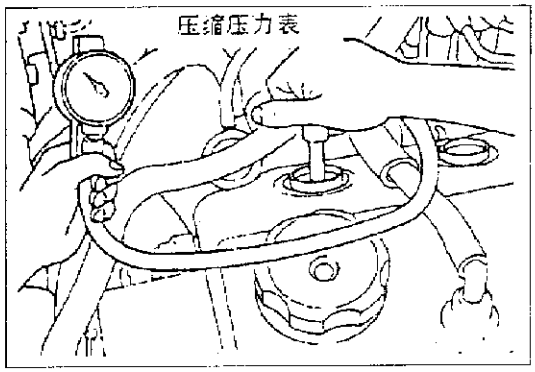

图 3－1－7
(6)将压缩压力表装到其中的一个火花塞孔中，如图 3－1－7 所示。